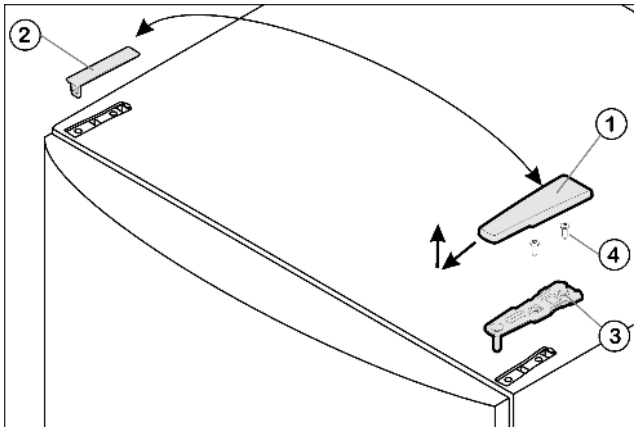

Fig. 4
- ▶ Потяните крышку *Fig. 4 (1)* вперед и вверх.
- ▶ Снимите крышку *Fig. 4 (2)*.
- ▶ Открутите верхний опорный кронштейн *Fig. 4 (3)*(2 шт. Torx® 25) *Fig. 4 (4)* и вытяните вверх.
- Установите верхний опорный кронштейн *Fig. 4 (3)* на новой стороне шарнира и защелкните в дверце.
- Привинтите верхний опорный кронштейн **(с моментом 4 Нм)**(2 шт. Torx® 25) *Fig. 4 (4)*. При необходимости проделайте отверстия или используйте аккумуляторную отвертку.
- Наденьте и защёлкните крышку *Fig. 4 (1)* и крышку *Fig. 4 (2)* на противоположной стороне снаружи.